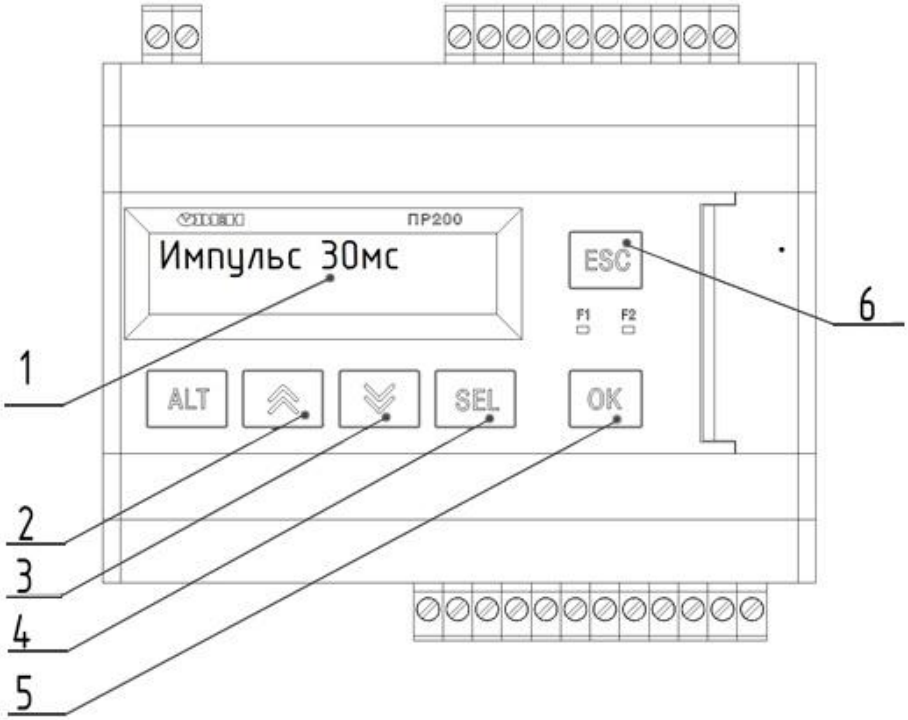

Рисунок 3
3.4.6 Длительность импульса, подаваемого на клапан пневмообрушения, устанавливается на панели контроллера ОВЕН ПР200 (рисунок 3). Для изменения значения импульса, следует нажать клавишу 4 (SEL) и клавишами 2(больше), 3(меньше) установить необходимое значение, сохранить введённые значения клавишей 5(ОК).